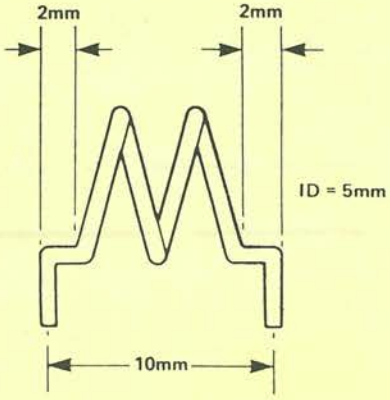

Figura 4. Particolare dell'avvolgimento di L7 ed L8.
8) Avvolgere con attenzione L7 e L8 su un mandrino da 5 mm (per esempio, una punta da trapano), come mostrato in Figura 4; collegare poi le prese intermedie alla distanza di mezza spira, come descritto per L5.